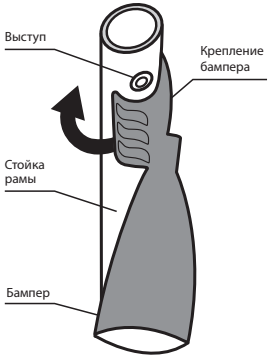

Рис. 4 Крепление бампера
4.9 В коляске предусмотрено быстросъемное страховочное ограждение для ребенка (бампер) (5) (рис. 1), он крепится за стойки рамы с внутренней стороны (рис. 4). Выступ на раме должен попасть в отверстие на креплении бампера.